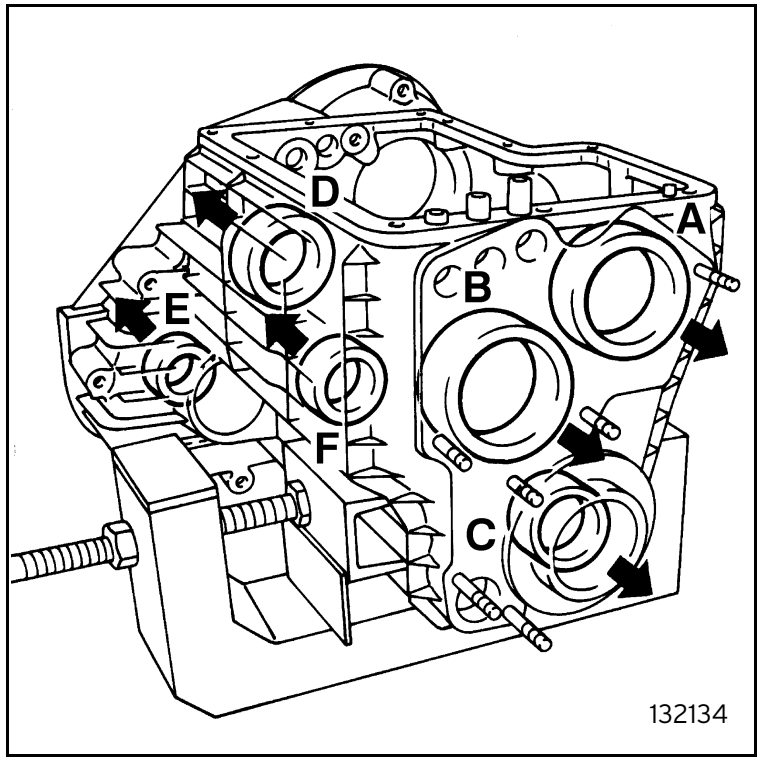

Fig. 34
- remove the remaining bearings from the gear housing: main shaft oil pump side (A), countershaft oil pump side (B); front propeller shaft oil pump side (C); countershaft clutch side (D), final transmission shaft (E); front propeller shaft clutch side (F) (figure 34);